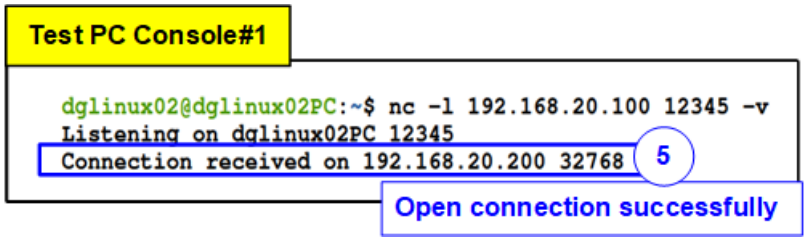

Figure 4-3 Open connection successes
5) If the parameter is configured successfully, Test PC console displays the message that the port is opened successfully ("Connection received on 192.168.20.200 32768"), as shown in Figure 4-3.